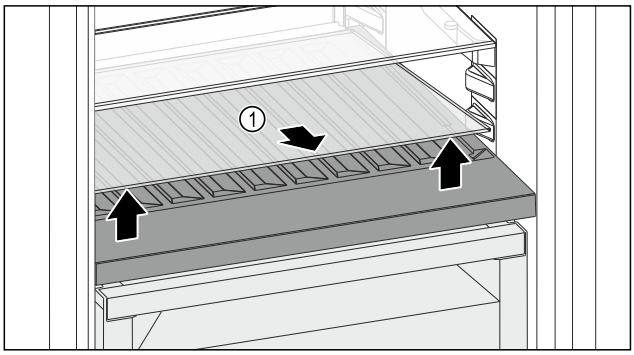

Fig. 170
▶ Ridicați în față și extrageți placa de sticlă *Fig. 170 (1)* din degajare.
▶ Păstrați placa de sticlă *Fig. 170 (1)* în siguranță în afara aparatului.